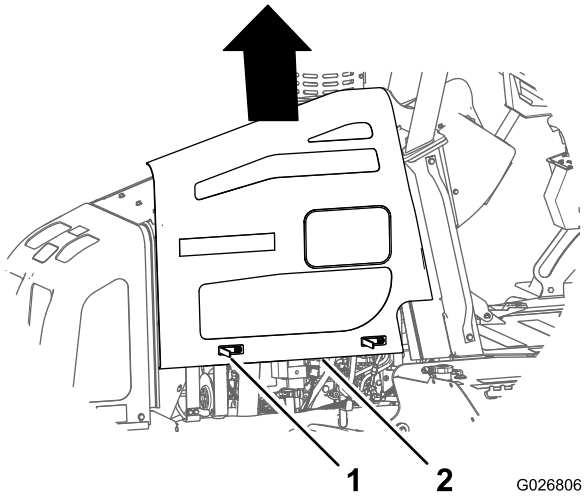

Figura 60
4. Sollevate il pannello verso l'alto ed estraetelo dalla macchina (Figura 60).